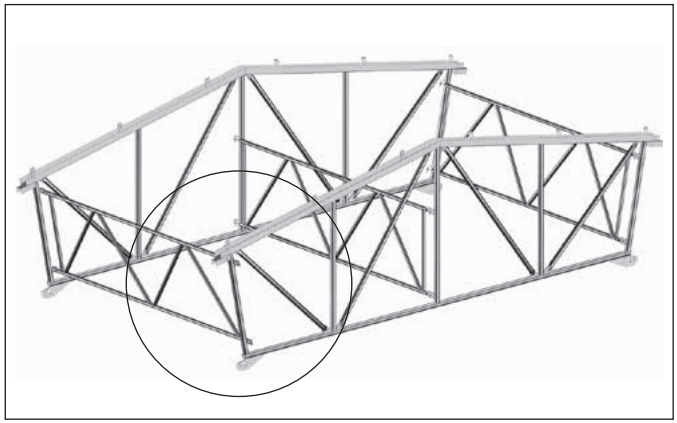

Bild 44
1. Aufrichten der beiden Firstträger, Verbinden mit 3 Trägeraussteifern und anschließendes Ausrichten (Bild 44).